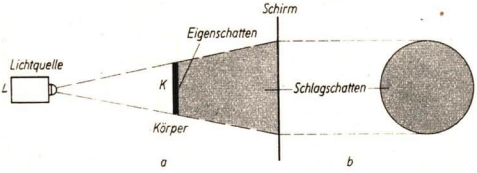

Abb. 4. Schattenbildung bei punktförmiger Lichtquelle. Es entsteht ein scharfbegrenzter Schlagschatten.
3. Der Schatten. Wir bringen einen undurchsichtigen Körper *K*, etwa eine kreisförmige Pappscheibe, in den Strahlengang einer punktförmigen Lichtquelle *L*. Als Lichtquelle benutzen wir eine Taschenlampe oder eine Fahrradlampe. Die dem Licht zugekehrte Seite des Körpers ist hell beleuchtet, die dem Licht abgekehrte bleibt dunkel (Abb. 4). Sie liegt im *Eigenschatten* des Körpers. Auf einem hinter den Körper gehaltenen weißen Papierschirm entsteht ebenfalls ein scharf be-
Wiederhole den Versuch, indem du auf den Körper das Licht einer großen, kugelförmigen elektrischen Lampe fallen läßt! Bei einer ausgedehnten, nicht mehr punktförmigen Lichtquelle ist der Kernschatten von einem nach außen hin allmählich heller werdenden Halbschatten umgeben. Die scharfen Schattengrenzen, wie sie in Abb. 4 und 5 auftreten, sind nicht mehr vorhanden (Abb. 6). Auch hinter durchscheinenden Körpern entstehen Schatten, da nur ein Teil des auffallenden Lichtes den Körper durchdringt.